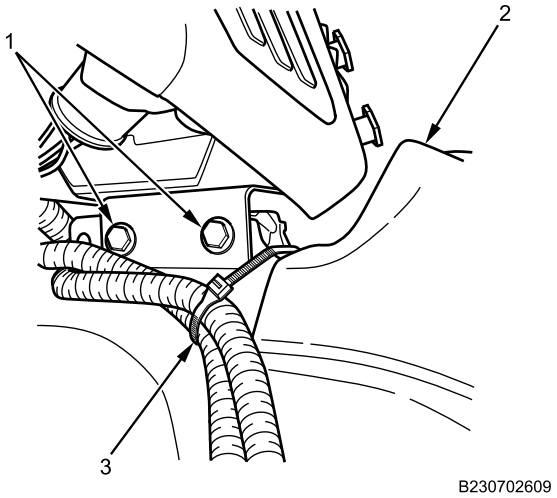

Figure 8. Transmission Driver Control Assembly.
7. Position transmission driver control assembly (Figure 8, Item 2) on instrument panel frame and install two bolts (Figure 8, Item 1). Tighten bolts securely.
8. Install harness cable tie (Figure 8, Item 3) on transmission driver control assembly (Figure 8, Item 2) and harnesses.